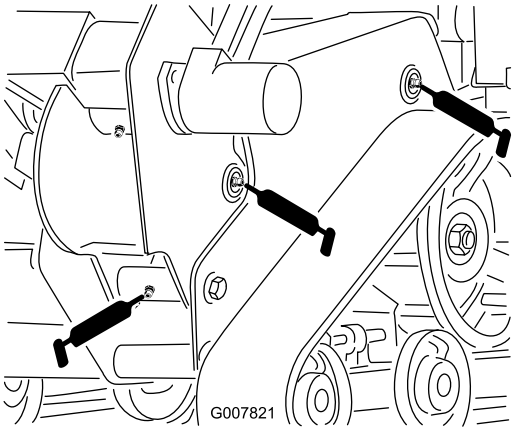
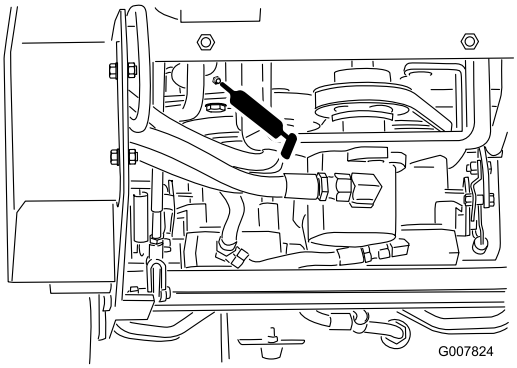

Figur 27
Figur 30
3. Sätt en smörjpistol på varje nippel (Figur 27 till Figur 30).